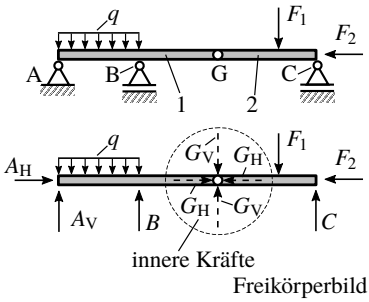
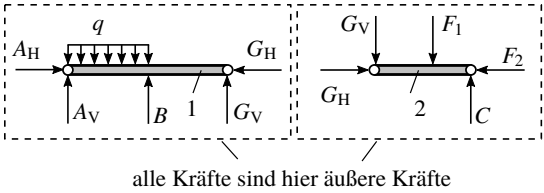

Bild 1.10: Zur Begriffsbestimmung „innere Kräfte“; Gelenkträger
Bild 1.12: Gelenkträger nach Bild 1.10 im Gelenk G getrennt
- Reaktionskräfte in den Verbindungsstellen zwischen zwei starren Körpern (Bild 1.10)
Fassen wir das Gesamtsystem in Bild 1.10 als das System auf, welches wir insgesamt betrachten wollen, so sind die im Gelenk G zwischen den beiden starren Körpern 1 und 2 wirkenden Kräfte G_H und G_V innere Kräfte.
Trennen wir dagegen das Gesamtsystem (Bild 1.10) und betrachten nur den Körper 1 oder nur den Körper 2 als unser System, so sind die Kräfte G_H und G_V jetzt äußere Kräfte (Bild 1.12).